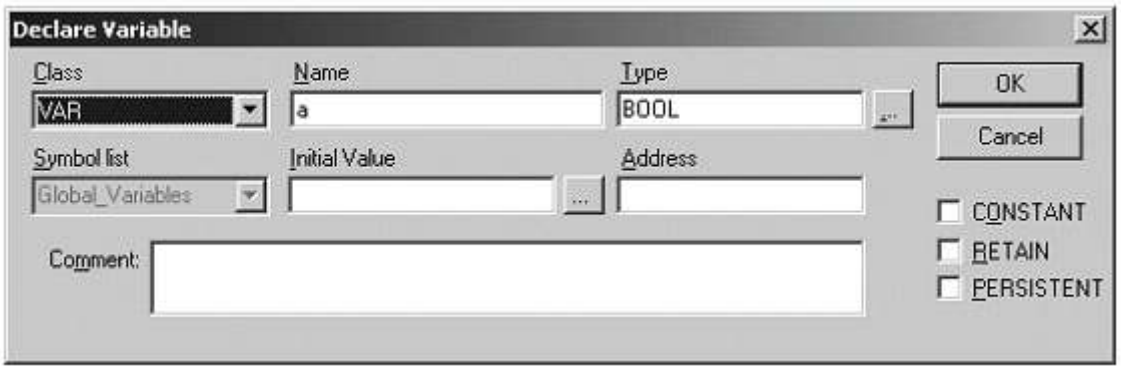
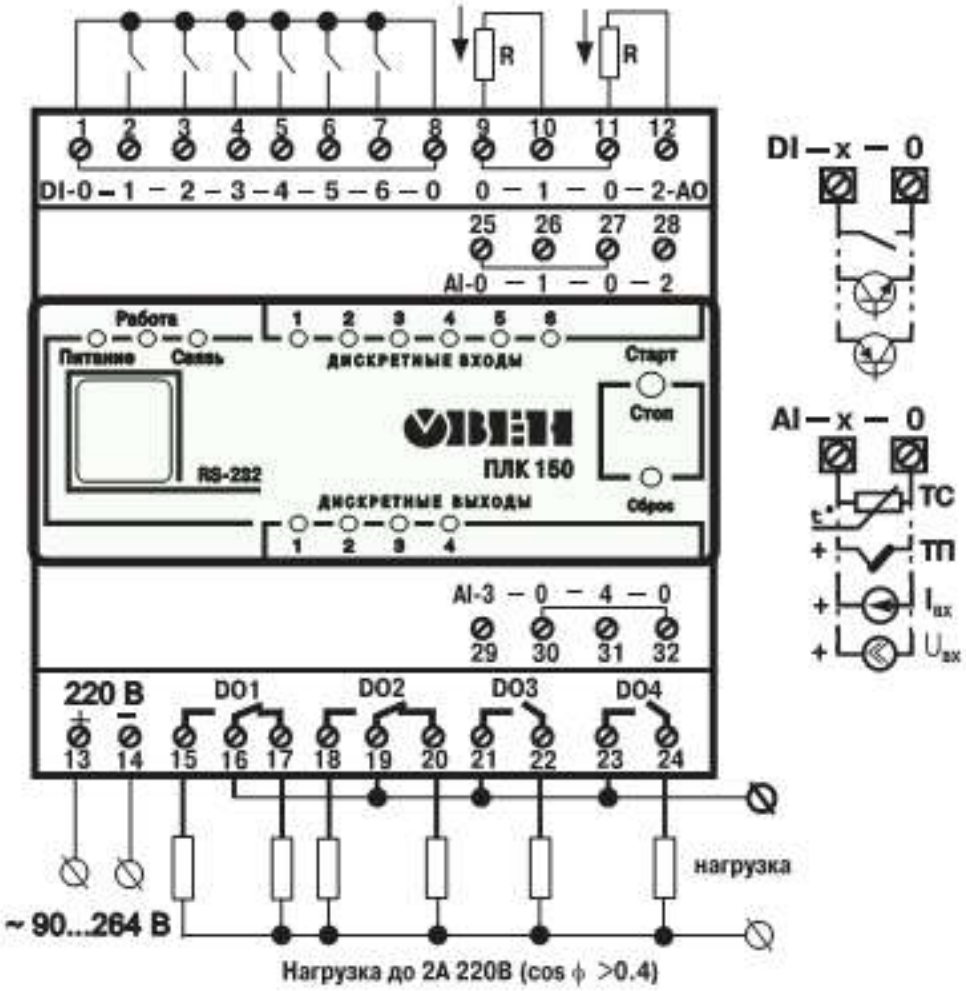

Рисунок 7 - Окно объявления переменной
Рисунок 3 - Схема подключения питания, входов и выходов к ПЛК150-220.Х-Х
При написании любого из примеров программ, представленных на рис. 3, будет вызван ассистент ввода (рис. 7) для описания переменной **a**.
- Для решения данной задачи необходимо было считать количество входящих в комнату людей (VX) и выходящих (VIX).
- Когда срабатывает сначала внешний датчик (p1), затем внутренний (p2), это означает, что человек зашел в комнату, и счетчик считает входящих людей (VX).
- Затем сравнив результаты подсчетов, можно сделать вывод: если количество входящих в комнату людей равно количество выходящих, то лампочка гаснет, если не равно (NE), то горит.
3. При написании программы будет вызван ассистент ввода (рис. 7) для описания переменной, которое производиться с использованием таблицы 6.